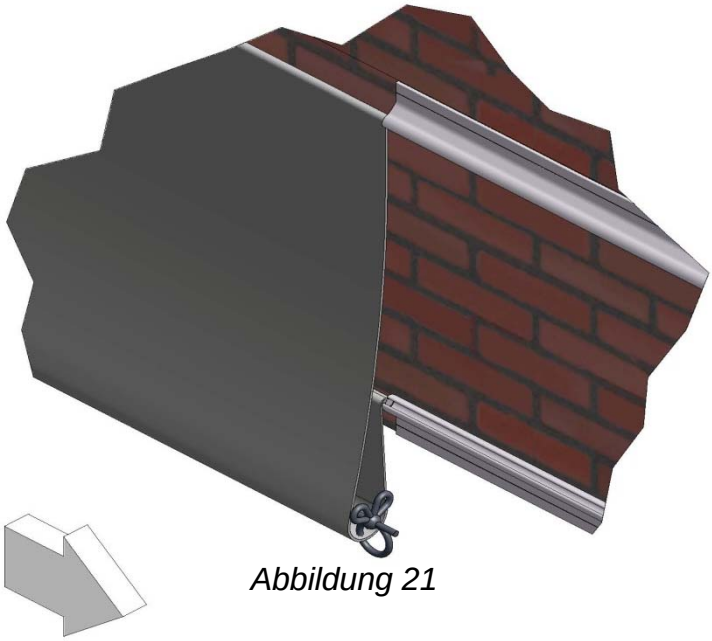

Abbildung 21
7.2 Markieren Sie die Blende (PA1) 50 mm von einen Ende entfernt und 100 mm von der Basis in die Höhe. Schneiden Sie einen 15 mm bis 20 mm langen Schlitz und knoten Sie den Zugriemen (PD1) durch den Schlitz. Führen Sie die Leiste in das Profil (Abbildung 21) und schneiden Sie sie, falls erforderlich, auf die richtige Länge zu. Achten Sie dabei darauf, dass das Schnittende innerhalb von 50 mm von der Schiene liegt. Befestigen Sie die letzten 2 m des Profils im Abstand von 1 m.